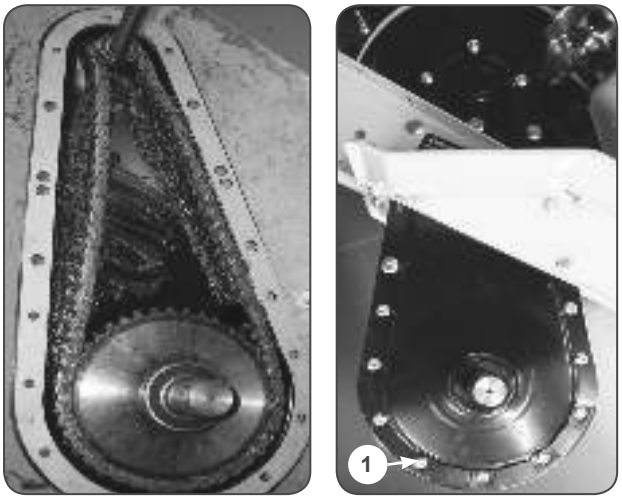

РИС.8А
Для замены смазки снимите редуктор с культиватора, открутите болты крепления половинок корпуса редуктора (1) РИС.8А.